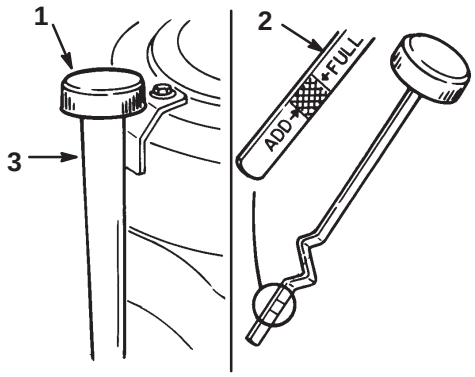

Bild 14
3. Reinigen Sie den Bereich um den Ölpeilstab herum (Bild 14), damit kein Schmutz in den Einfüllstutzen gelangen und so den Motor beschädigen kann.
4. Schrauben Sie den Ölpeilstab los und wischen das Metallende ab (Bild 14).
5. Schrauben Sie den Ölpeilstab vollständig in das Einfüllrohr (Bild 14). Schrauben Sie den Peilstab wieder los und kontrollieren das Metallende. Gießen Sie, wenn der Ölstand zu niedrig ist, nur so viel Öl langsam in das Einfüllrohr, dass der Ölstand die „Voll“-Marke am Peilstab erreicht.
7. Gießen Sie ca. 80% der angegebenen Ölmenge langsam in das Einfüllrohr (Bild 14). Kontrollieren Sie den Ölstand. Siehe „Prüfen des Ölstands“, Seite 19, Schritte 4–5.